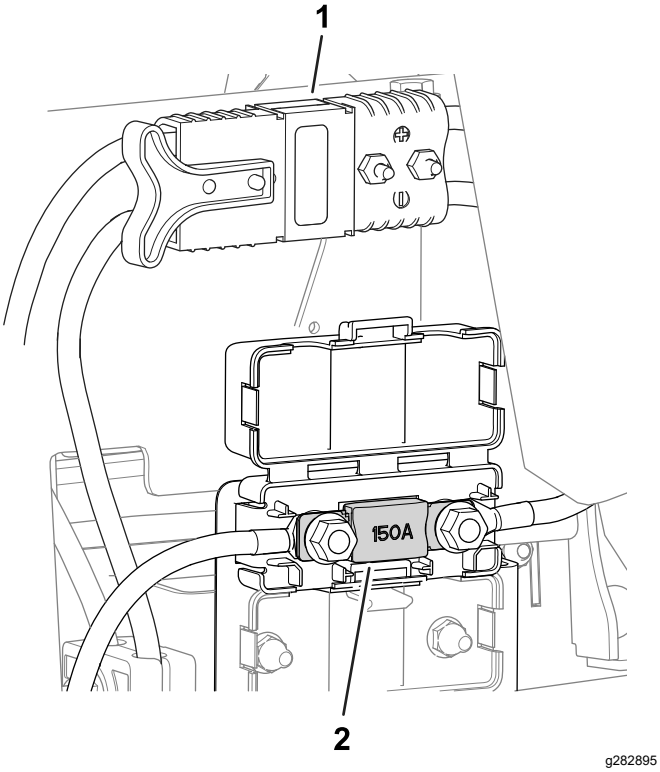

Figur 63
- Elsystemets säkring sitter under huvudströmkontakterna (Figur 63).